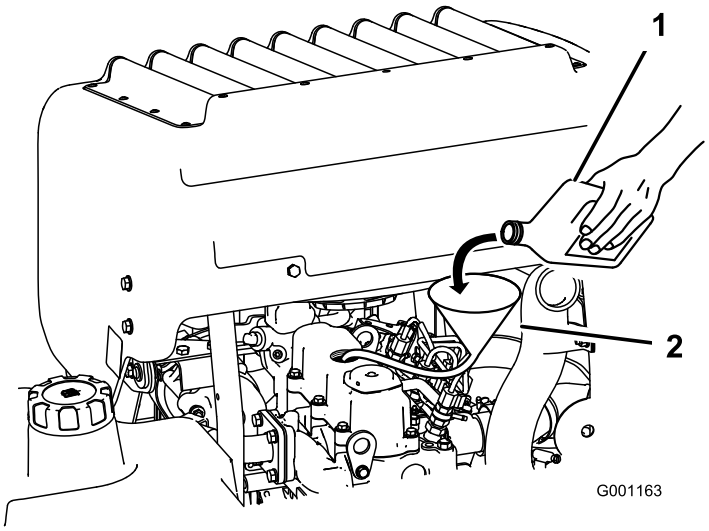

**Figuur 39**
3. Gebruik een slang en een trechter om motorolie bij te vullen (Figuur 39).